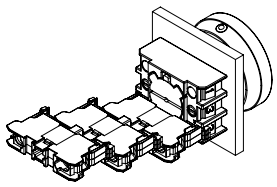
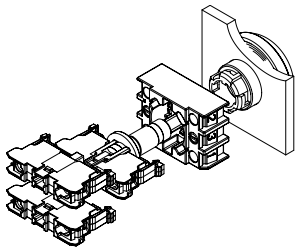

Rys. 4
Rys. 5
2. Montaż bloków zestyków systemu RF odbywa się przez zatrzaśnięcie w pozycjach 1 do 3 na kołnierzu montażowym (patrz rys. 4). Środkowa pozycja (poz. 3) jest przewidziana do montażu elementów świetlnych w urządzeniach z podświetleniem (patrz rys. 5).